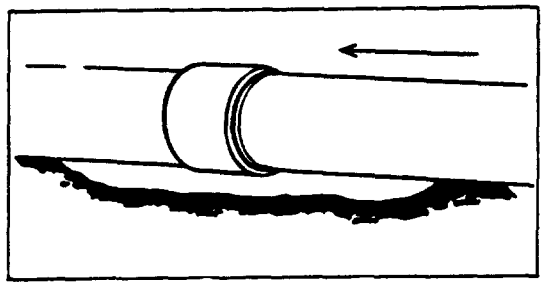

Figure 39
Completed joint is shown in Figure 39.
I. Place puller base chain tightly around pipe. Fasten link into slot. (Figure 39-A).
L. Pull handle toward fixed pipe with one continuous motion until coupling is seated against both CERTA-SPACER rings. (Figure 39-A).